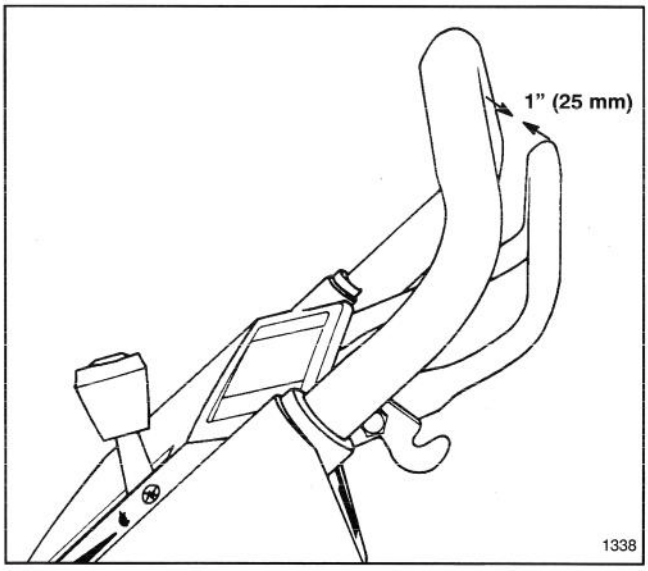

Figure 20
3. To check traction adjustment, slowly squeeze the control bar toward the handle. The traction is adjusted correctly when resistance is felt when the control bar is approximately 25 mm (1") from upper handle (Fig. 20).